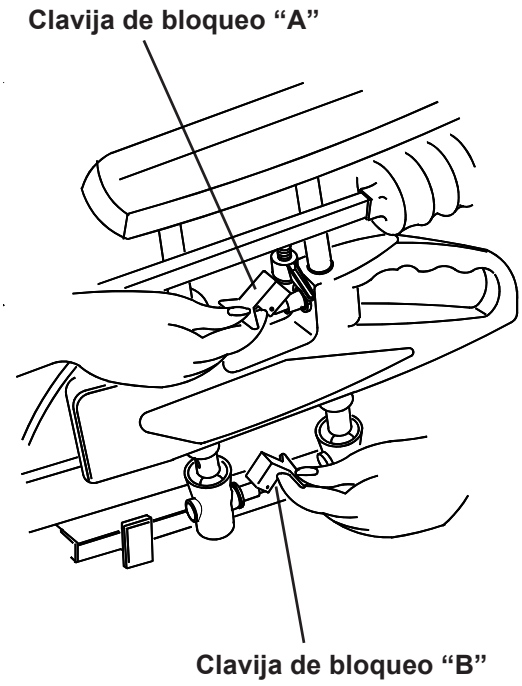

Fig.8
Para montar el ensamblaje de apoyabrazos y placa lateral, asegúrese de que la clavija de bloqueo (A) (Fig. 8) esté en la posición de “desbloqueo”, tal y como muestra la figura. Baje el apoyabrazos insertándolo en los conos de fijación y presione hacia abajo a fin de asegurar una sujeción firme. Libere la palanca de la clavija de bloqueo a fin de bloquear el apoyabrazos en posición. Para ajustar la altura del apoyabrazos, tire hacia atrás de la palanca de la clavija de bloqueo (B) y sujétela. Levante o baje el apoyabrazos hasta la posición requerida, suelte la clavija para fijar la posición y compruebe que el apoyabrazos esté bien asegurado.